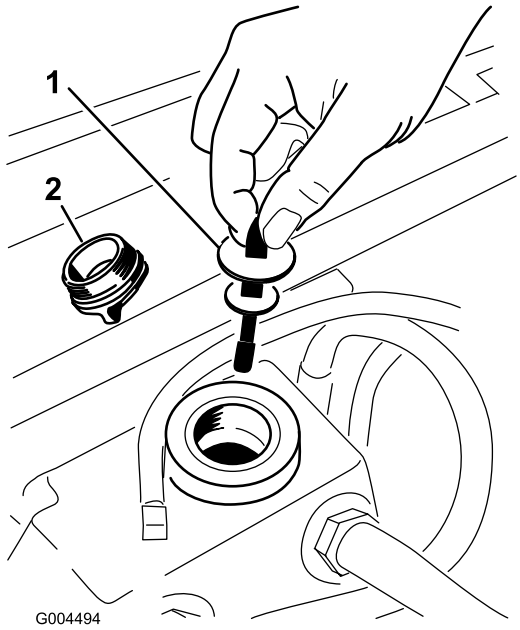

Figur 60
5. Fjern det hydrauliske oljelokket fra påfyllingshalsen (Figur 60).
6. Ta ut peilestaven og tørk den med en ren fille (Figur 60).
7. Plasser peilestaven i påfyllingshalsen før du tar den ut og kontroller oljenivået (Figur 60).